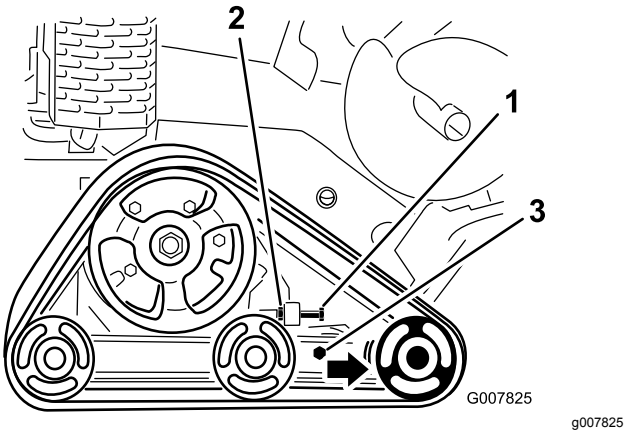

**Figuur 48**
3. Draai de contramoer van de spanbout van de rupsband en de klembouten van de spanarm los (Figuur 48).
4. Draai de spanbout aan tot 32,5 N·m to 40 N·m om de rupsband aan te spannen (Figuur 48).
4. Neem de spanbout en de contramoer weg (Figuur 48).
5. Draai de klembouten los (Figuur 48).